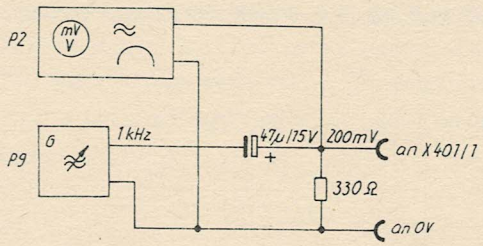

Bild 25
- P 2, P 9 nach Bild 25 an Anschluß X 401/1 gegen 0 V anschließen